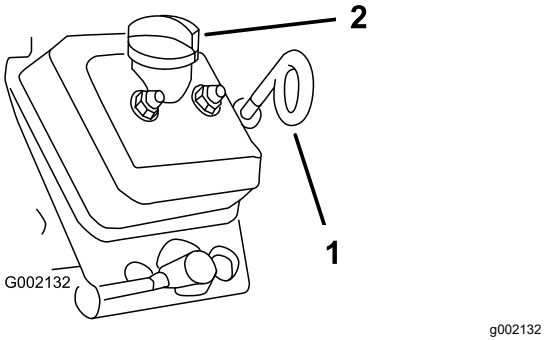

Figur 35
5. Rengør området omkring målepinden og påfyldningsdækslet (Figur 35) med en klud, så der ikke trænger snavs ned i målepindsrøret eller oliepåfyldningsstudsen og beskadiger motoren.
6. Tag målepinden ud, og tør den af (Figur 35).
7. Før målepinden ind i målepindsrøret, og sørg for, at det sidder helt i bund (Figur 35).
10. Sæt påfyldningsdækslet på (Figur 35).
11. Sæt målepinden ordentlig i (Figur 35).